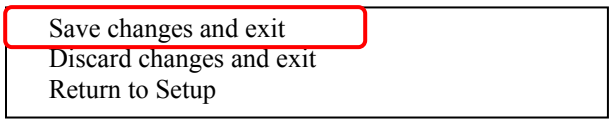

Figure B.2.4-2 BIOS Setup Utility Termination Confirmation window
(5) When the BIOS setup utility termination confirmation window (Figure B.2.4-2), select “Save changes and exit”, and press [Enter] key.